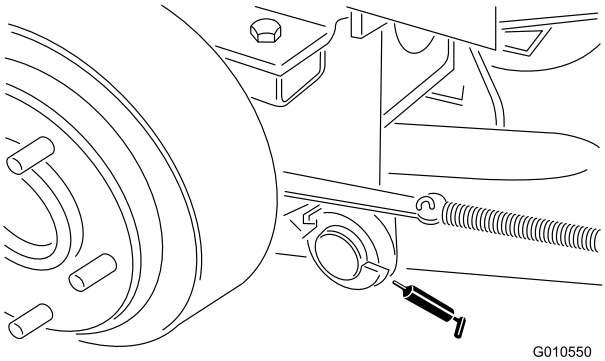

Figuur 16
- Draaipen van de rechter- en linker hefarm (Figuur 16)